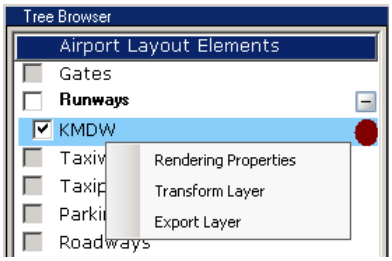
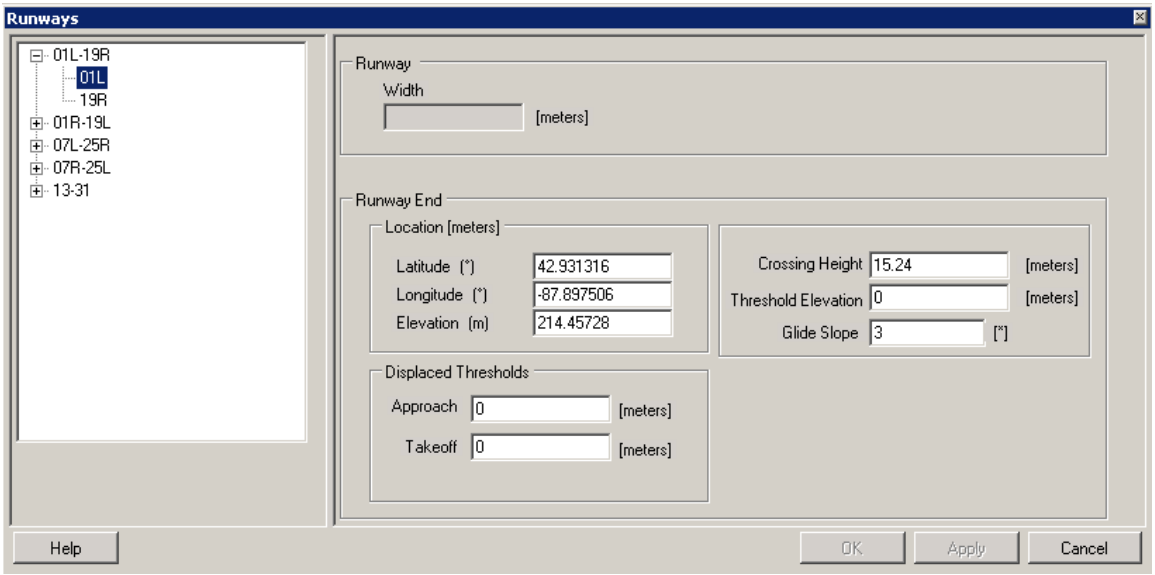

Figure 5-17 Runways in Tree Browser
Figure 5-18 Runways Dialog Box
4. From the *Tree Browser* (Figure 5-17), double-click on *Runways* category or a runway of interest to open the *Runways* dialog box (Figure 5-18). All information is read-only.